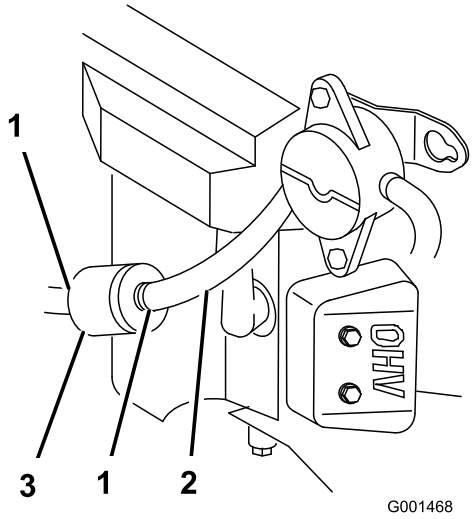

Figura 29
4. Apriete los extremos de las abrazaderas y deslícelas por el tubo alejándolas del filtro (Figura 29).